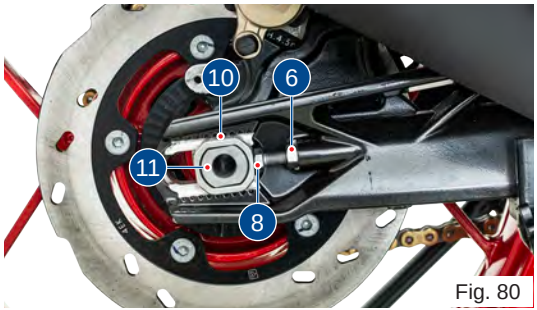

Fig. 80
- Remove the chain tensioner and push the quick-release axle (10) to the right as much as possible **(ref. Fig 80)**.
- Slightly loosen the front mounting screw (C) of rear wheel hugger **(ref. Fig. 80)**.
- Position the rear wheel hugger properly. Assemble and tighten the rear mounting screws (A & B) of rear wheel hugger **(ref. Fig. 80)**.
- Finally tighten the front mounting screw (C) of rear wheel hugger.